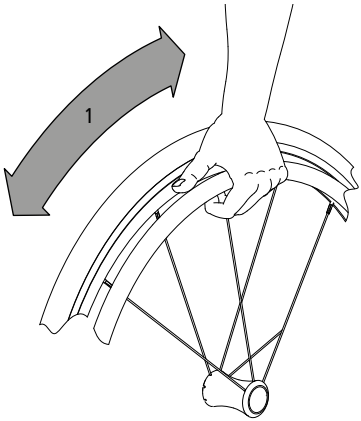

fig. 18
1. Afferrare con le mani le ruote di spinta e girare la ruota in avanti o all'indietro (1, fig. 18). Appoggiare la mano con il pollice rivolto in avanti e stringere a pugno le altre dita sulla ruota di spinta.